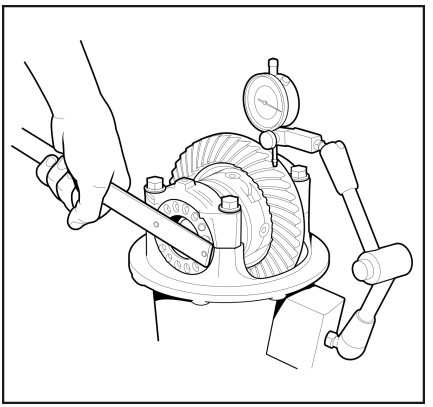

Рис. 27
3.14 Отрегулируйте боковой зазор главной пары, используя индикатор часового типа. Для контроля выполните три замера и сравните их среднее арифметическое со значением, записанным ранее. (**Рис. 27**)